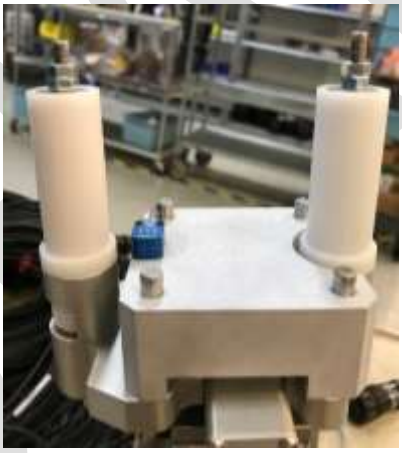

Figure 3-18. Angular rate sensor installation on upper neck mounting adapter (DL472-1170).
3.7.1.4 Mount the angular rate sensor (ARS, SA572-S58) on top of the upper neck mounting adapter (DL472-1170) at the edge opposite the front spring tower recess, as shown in Figure 3-18.
3.7.1.5 Install the upper neck mounting adapter (DL472-1170) to the neck using four M6 X 1 X 14 mm SHCS. The semi-circular recess is oriented towards the front of the neck next to the front spring tower. This will locate the ARS closest to the rear spring tower (Figure 3-18).